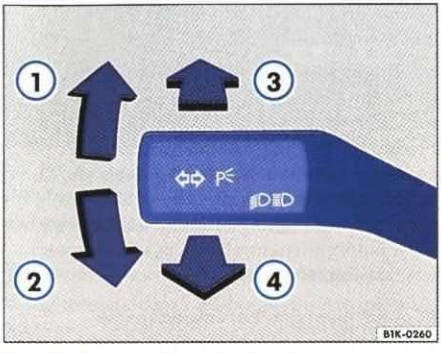

Rys. 41 Dźwignia kierunkowskazów i zmiany świateł
– Przesunąć dźwignię w górę do oporu ⇒ rys. 41 ①, aby włączyć **prawy** kierunkowskaz, albo w dół ②, aby włączyć **lewy**.
– Przesunąć dźwignię do przodu ⇒ rys. 41 ③, aby włączyć światła drogowe. Przy włączeniu świateł drogowych w zestawie wskaźników zapala się lampka kontrolna ≡D.